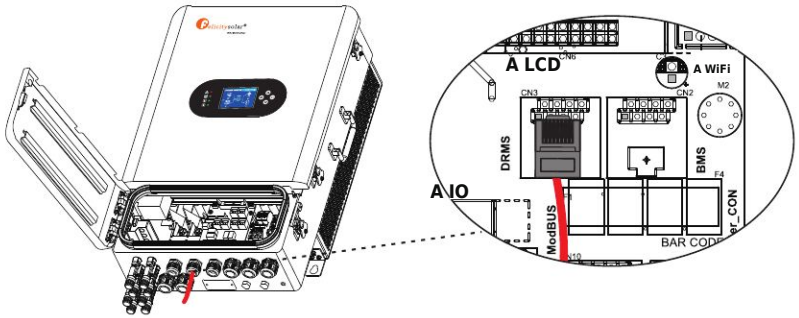

Figura 4.8-1 Interfaz DRMS
Paso 1. Abra el pestillo del lado derecho de la máquina. Vea la Figura 4.8-1.